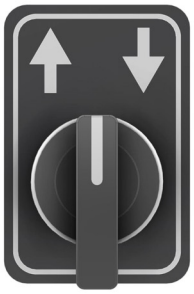

Fig. 0-11 Betjeningspanel for højderegulering
3) Kontroller apparatets højdereguleringsfunktion ved at dreje på grebet (se Fig. 0-11 Betjeningspanel for højderegulering). Apparatet bevæger sig op, når grebet drejes imod urets retning, og ned når grebet drejes med urets retning. Apparatet skal stoppe i øverste og nederste stilling, samt når tasterne slippes.